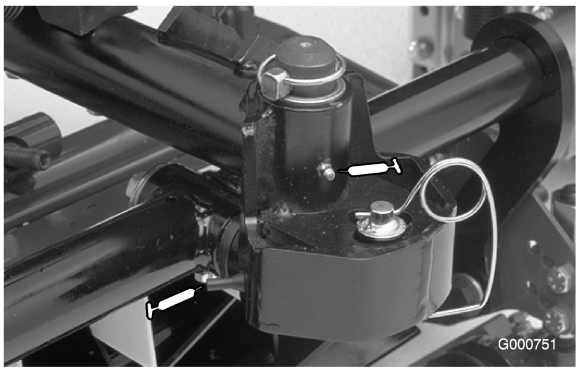

Figur 29
- Klippeenhedernes bæreramme og drejetap (2 hver) (Figur 29)